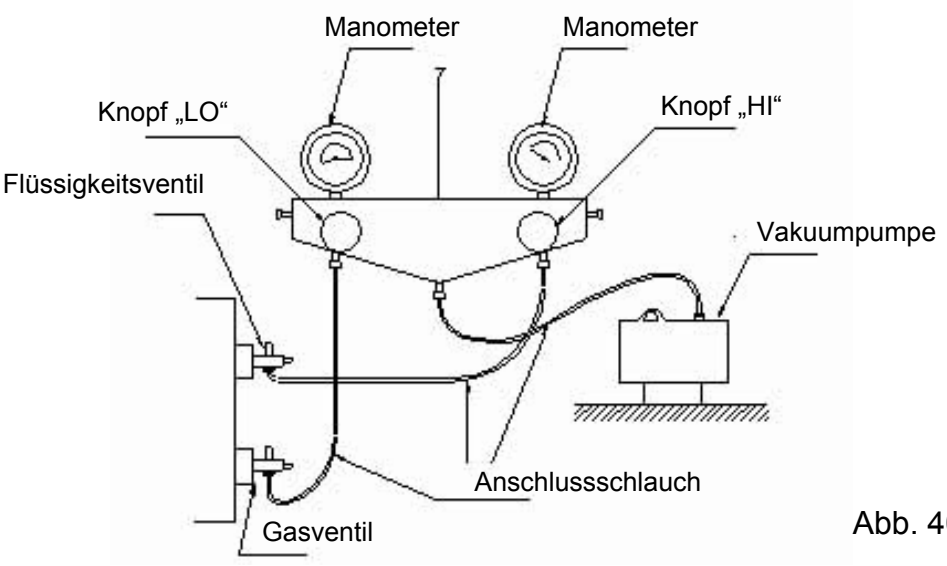

Abb. 40
10. Falls möglich, verwenden Sie eine Vakuumpumpe für die Absaugung der Luft aus dem Ventil. Siehe Abb. 40.